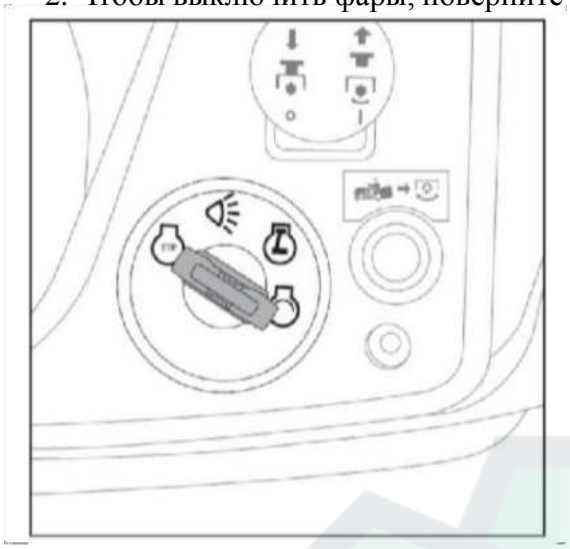

Рис. 14
1. Чтобы включить фары, поверните ключ из положения RUN «РАБОТА» в положение HEADLIGHT «ФАРЫ». (Рис. 14)